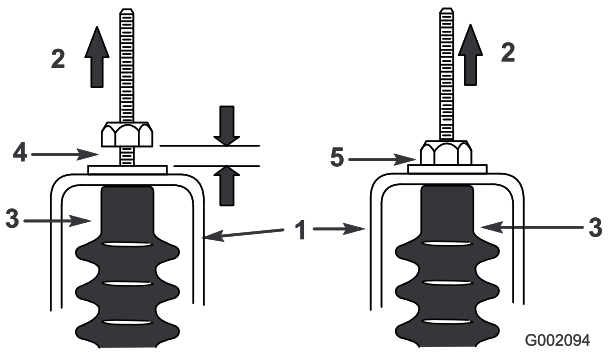

Figur 49
5. Træk begge skiftekabler op for at sikre, at der er en afstand på 0,76-1,52 mm mellem møtrikken/spændeskiven og den neutrale konsol (Figur 49).